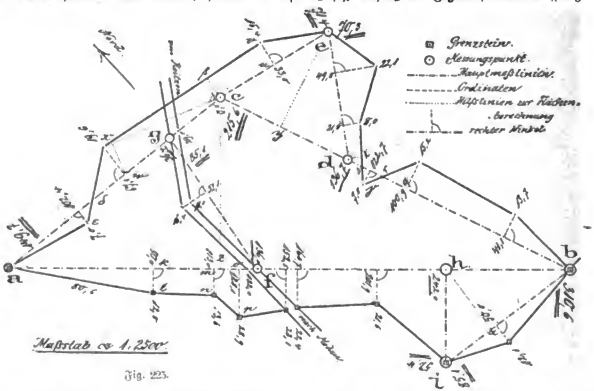

Fig. 225.
c) **Kombination von a und b.** Die Fälle, in denen nur eine der Methoden a oder b angewendet werden kann, sind selten, die Grundstücke sind zu breit, um nach a behandelt, zu unregelmäßig, um nach b in lauter Dreiecke zerlegt werden zu können, oder aber es läßt sich in sie, obgleich sie schmal sind, eine gerade Abscissenlinie nicht legen. Man verbindet dann beide Methoden, indem man in oder um die Figur Dreiecke konstruiert, deren Seiten den anzumessenden Grenzen möglichst nahe kommen, die Dreieckseiten als Abscissenachsen betrachtet und die einzelnen Grenzpunkte durch Ordinaten auf die Dreieckseiten aufmißt, wie es Fig. 225 zeigt (aus der man sich die feinpunktierten Linien wegdenken
Vermessungsmanual, Feldriß, Faustriß, Handriß, ein Heft oder ein Blatt Papier, auf dem die Resultate einer Messung in Zahlen und in einer ungefähren Zeichnung an Ort und Stelle notiert werden. Da selbst bei kleineren Objekten eine große Menge Zahlen zu notieren ist, muß, um Irrtümern vorzubeugen, die Notierung einem bestimmten Prinzipe folgen. Vergl. Fig. 223 und 225 bei „Vermessung". Hervorzuheben ist: alle Zahlen sind in Dezimalen zu schreiben, daß sie in der Richtung der Messung lesbar sind; alle einer und derselben Linie angehörigen Abseissen werden vom Anfangspunkte der Linie an, also nicht von Ordinate zu Ordinate, gerechnet (siehe Fig. 225, 113,0 ist nicht die Länge *km*, sondern *am*). Die Maße der Einbindepunkte (**d, f, g**) werden einmal, die Endzahlen einer Messungslinie zweimal unterstrichen (**b, e, o**). Messungslinien werden gestrichelt, wirkliche Linien der Grundstücke, die Grenzen ꝛc., voll ausgezogen. Größere Manuale pflegt man zur besseren Übersichtlichkeit mit Buntstiften andeutungsweise in den Grenzlinien, Wasserflächen ꝛc. zu kolorieren.